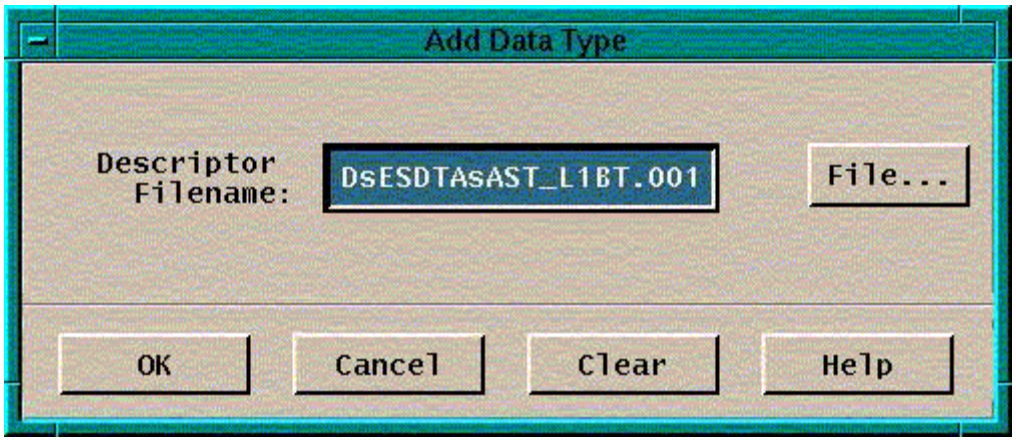

Figure 63. Science Data Server - Add Data Type Dialog
- **Add opens the Data Type Dialog (see Figure 63 which is used to add a new ESDT to the existing installed list of data types based upon input information. The SDSRV GUI has the capability to install multiple ESDTs. Click on the File… button to display a list of descriptor filenames to choose from instead of typing them in. Multiple descriptor files can be selected. Click the OK button to add the data type. If no error messages appear, then the operation has been successfully completed. Click the Cancel button to close the dialog without performing an operation. Click the Clear button to start all over again the process of filling in new information. Click the Help button to display on-line help information.**